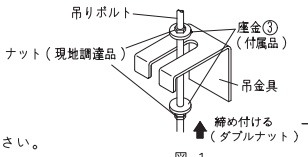

図 1
吊金具を吊りボルトに取り付けてください。必ず吊金具の上下両側からナット、座金 ③ を用いて確実に固定してください。（図1参照）